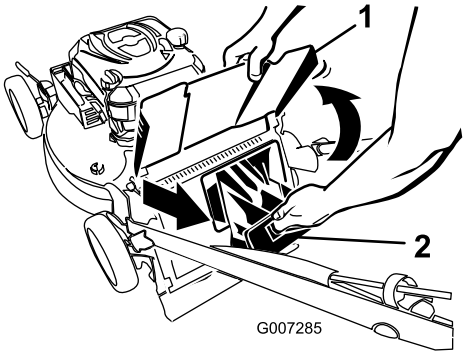

Figur 22
2. Hev og hold oppe utslippsavlederen (Figur 22).
3. Trekk ut bakre utslippsplugg (Figur 22).